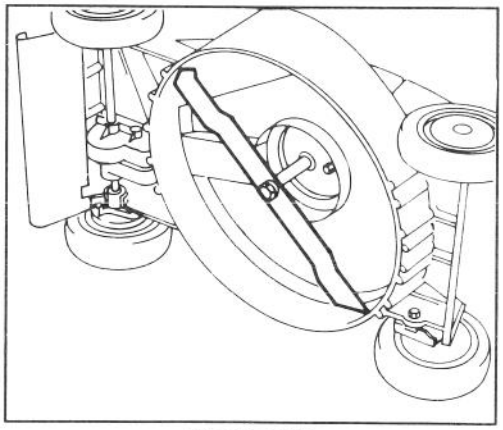

Figure 25
2. Tip mower on its left side (Fig. 25). Avoid rotating blade because starting problems may result.